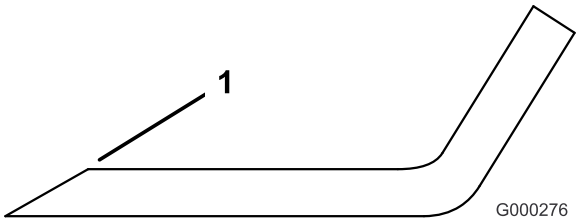

Figur 95
1. Slipa eggarna i båda ändarna av kniven med en fil (Figur 95).